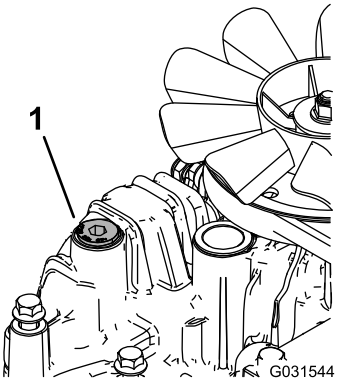

Figura 83
11. Afloje el tapón de ventilación de cada transmisión hasta que esté suelto y se mueva de un lado a otro (Figura 83).